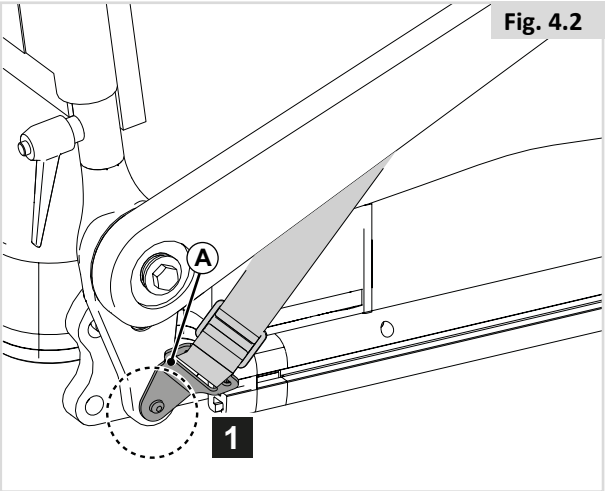

Fig. 4.2
1. Bevestig (A) aan het frame van de zitting met een schroef aan de linker- en rechterkant. (Fig. 4.2)